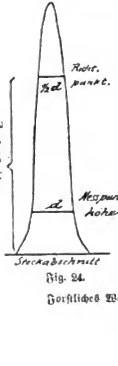

Fig. 24.
5. Richthöhenverfahren nach Preßler. Fig. 24. Man mißt den Durchmesser in Halshöhe = d, sucht dann den Punkt am Stamme durch Schätzung oder mittels des Richtrohres (s. d.), an der der Stamm noch 1/2 d hat, den Richtpunkt, und mißt die Höhe dieses Punktes über dem Stockabschnitte = Richthöhe. Dann ist, wenn g = Kreisfläche in Halshöhe, H = Richthöhe, m = Abstand des Meßpunktes vom Stockabschnitte, der Schaftinhalt gleich $\frac{2}{3} g (H + \frac{m}{2})$, in Worten: = 2/3 × Grundfläche im Meßpunkt × der um die halbe Meßpunkthöhe vermehrten Richthöhe. Preßler hat in seinen forstwirtschaftlichen Tafeln Tabellen folgender Art konstruiert: